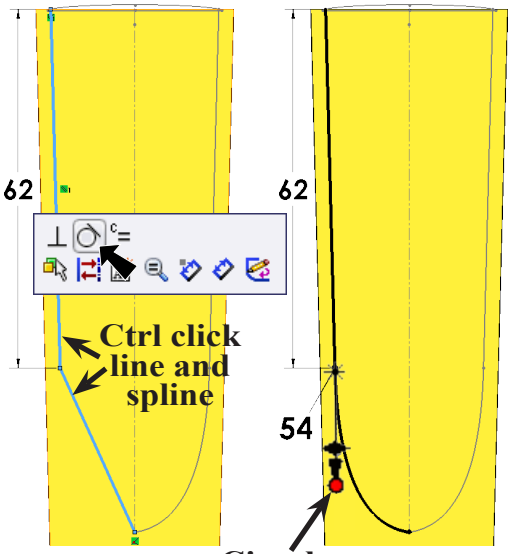

Fig. 46 Fig. 47
Step 11. **Ctrl click line and spline** to select both spline and line. Release Ctrl key and click **Make Tangent** on the Content menu, **Fig. 46**.